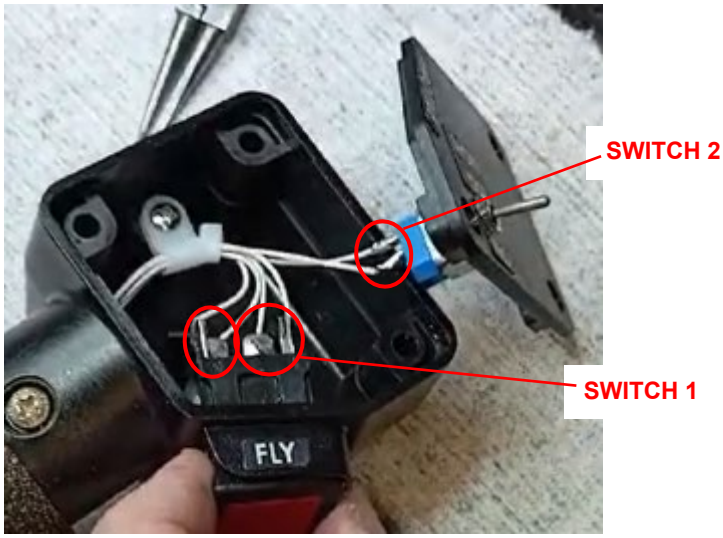

Figure 19 – Areas of sealant application
14. Refer to Figure 19. Apply a continuous layer of Sealant DOWSIL 732 RTV, clear color on both sides of the six soldered terminals (four on the switch 1 and two on the switch 2). As an alternative, use conformal coating, AR type.